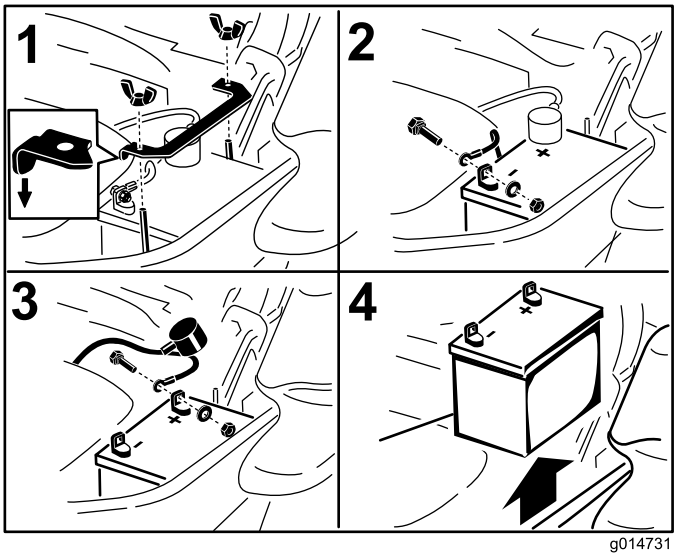

**Figure 54**
3. First disconnect the negative battery cable (black) from the negative (-)(black) battery terminal (Figure 54).
4. Slide the red terminal boot off the positive (red) battery terminal and remove the positive (+)(red) battery cable (Figure 54).
5. Remove the wing nut securing the battery clamp (Figure 54).
6. Remove the clamp (Figure 54).
1. Position battery in the tray with the terminal posts opposite from the hydraulic tank (Figure 54).
4. Secure the cables with 2 bolts, 2 washers, and 2 locknuts (Figure 54).
6. Install the clamp and secure it with the wing nut (Figure 54).